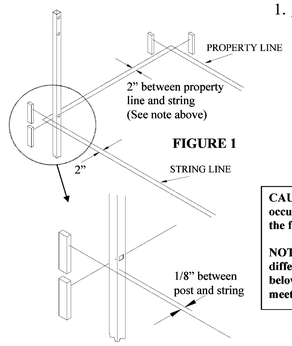

FIGURE 1
1.1. First stake out the area and run strings around as shown in Figure 1.